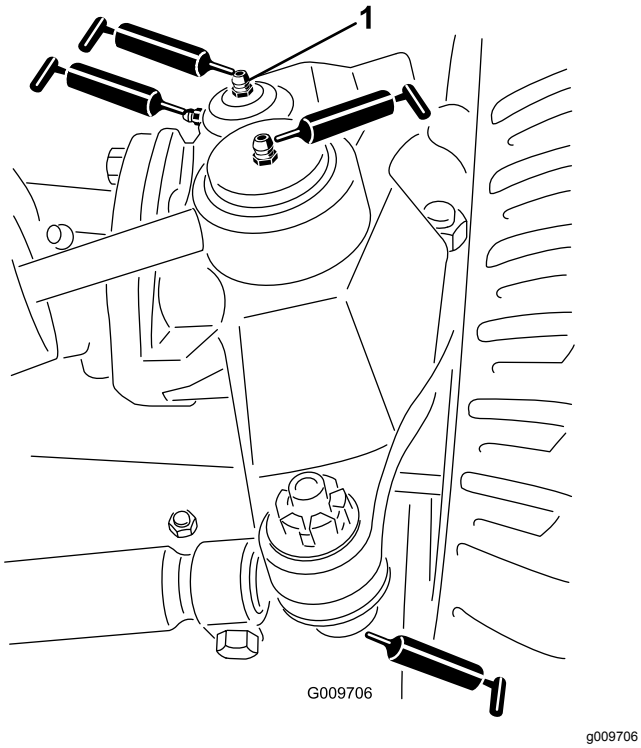

Figuur 50
- Kogelverbindingen van stuurcilinder (2) (Figuur 50)
- Kogelverbindingen van trekstang (2) (Figuur 50)
- Lagerbussen van koppelpen (2) (Figuur 50). **De bovenste nippel op de koppelpen hoeft slechts één keer per jaar te worden gesmeerd (twee keer pompen).**